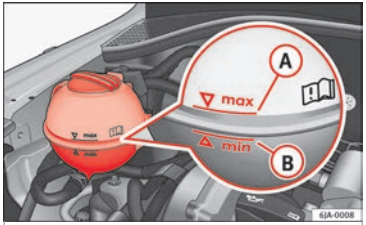

Fig. 112 Engine compartment: coolant fluid tank.
The type of anti-freeze to be used for topping up is indicated on the coolant tank cover ››› Fig. 112.
– Read off the coolant level on coolant expansion tank ›› **Fig. 112**. When the engine is cold, the coolant should be between marks (B) (min.) and (A) (max.). When the engine is hot, it may be slightly above mark (A) (max.).
– Cover the cap on the coolant expansion tank ›› **Fig. 112** with a cloth and **carefully** unscrew the cap.
Never fill the coolant tank above mark (A) (max.) ›› **Fig. 112** Excess coolant is forced out of the cooling system through the overpressure valve in the filler cap of the expansion tank when the engine heats up.